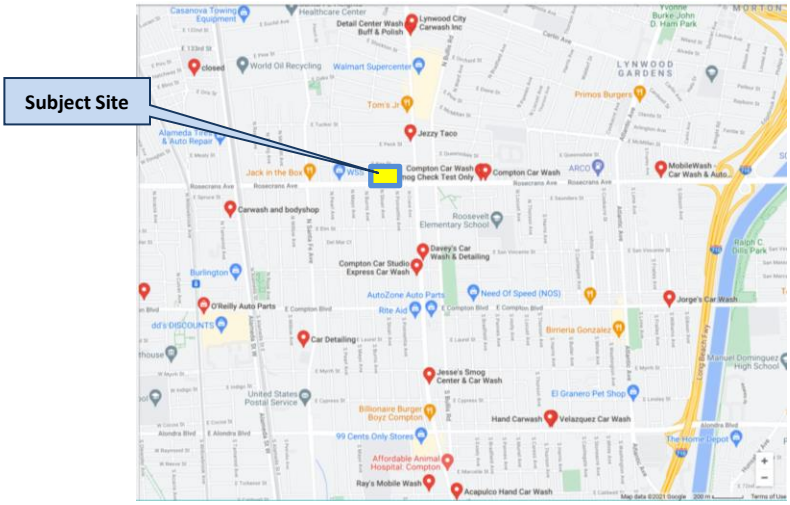

Figure 3 – *Existing Carwash Map*
There are at least six (6) existing carwashes (automated, hand carwash, coin-operated, detailing, etc.) located within 1.5 miles of the subject site, see *Figure 3*. The City has tried to discourage the applicant from proposing carwashes. However, the applicant has stated they wish to continue with the project even with a recommendation for denial.